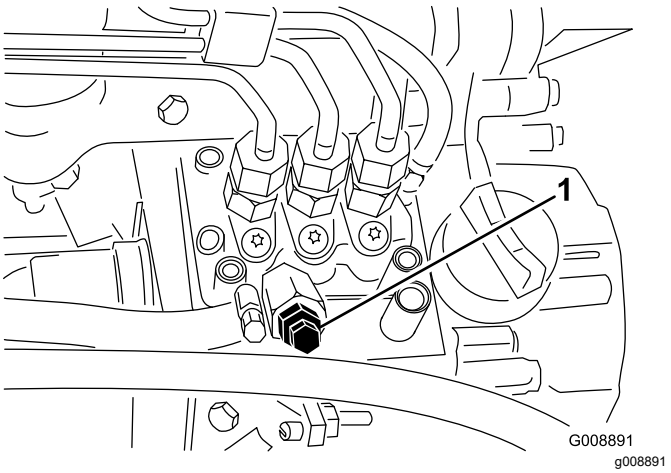

**Figure 39**
3. Desserrez la vis de purge sur la pompe d'injection (Figure 39).